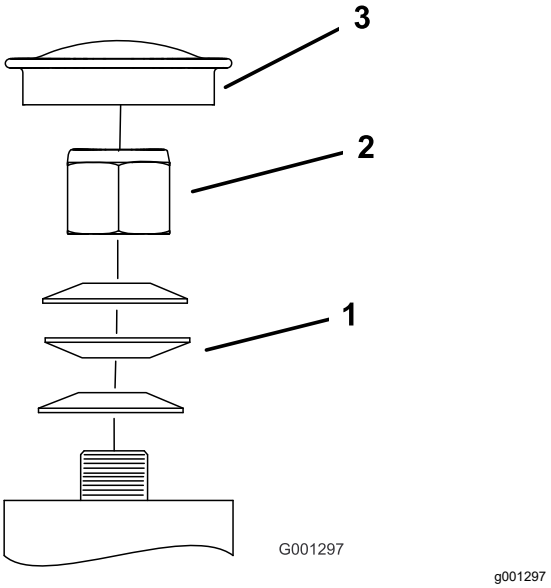

Figur 75
3. Fjern støvhætten fra styrehjulet, og spænd låsemøtrikken (Figur 75).
4. Spænd låsemøtrikken, indtil fjederskiverne er flade, og skru derefter ¼ omgang ud for at indstille forspændingen på lejerne korrekt (Figur 75).
Vigtigt: **Sørg for, at fjederskiverne monteres korrekt som vist i Figur 75.**
5. Monter støvhætten (Figur 75).